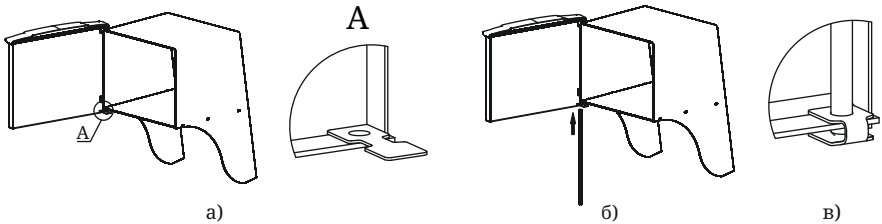

Рисунок 6. Установка дверцы при монтаже печи
2. Установите дверцу на втулки топливного канала, совместив отверстия (рисунок 6.а);
3. Совместите отверстие упора с нижним отверстием каркаса, при этом упор должен располагаться внутри каркаса (рисунок 6.а);
3. Вставьте ось через отверстия снизу вверх (рисунок 6.б),
4. Подогните упор, фиксируя конец оси между площадками упора (рисунок 6.в).